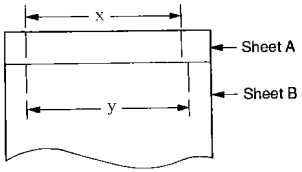

Figure 2-9
4) Put sheet A and sheet B together, and reposition the No. 1 mirror mount so that distances x and y (Figure 2-9) will be the same.